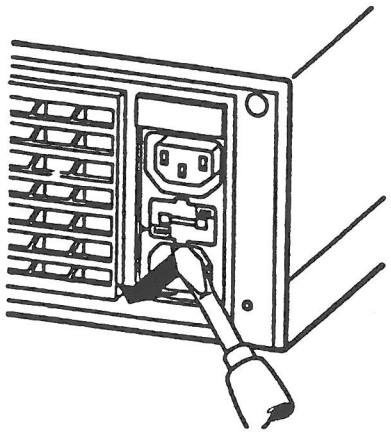

Bild 3-3 Sicherung der Stromversorgung
- Ausbau der Sicherung (siehe Bild 3-3)